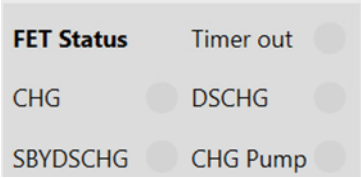

Figure 36: MOSFET Status Monitor
5. Monitor the MOSFET statuses (see Figure 36).